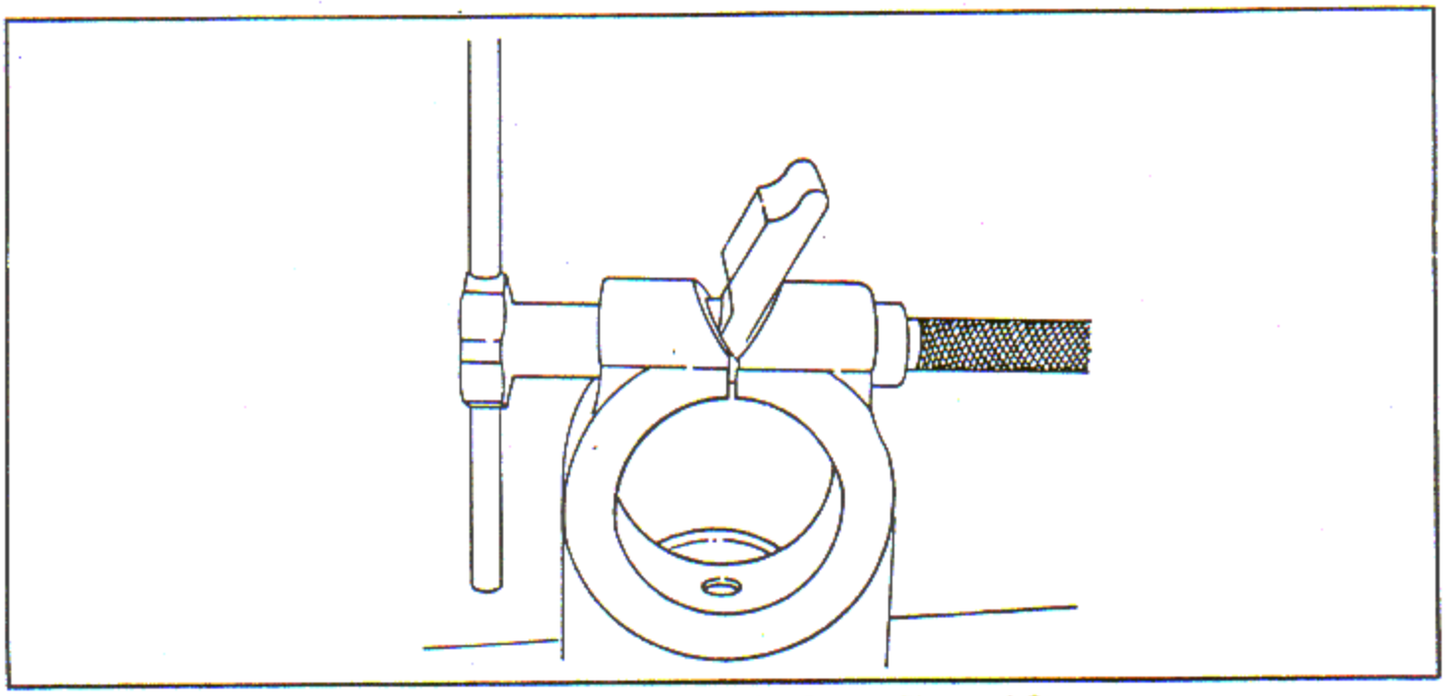

Figure 7-15. Installing Spreader Screw, Plug and Stop
d. Apply a light coat of Federal Specification TT-A-580a, anti-seize compound, on the threads of the screw. Screw the threaded end into the crankcheek hole. Tighten the screw to spread the crankcheek. See figure 7-15.